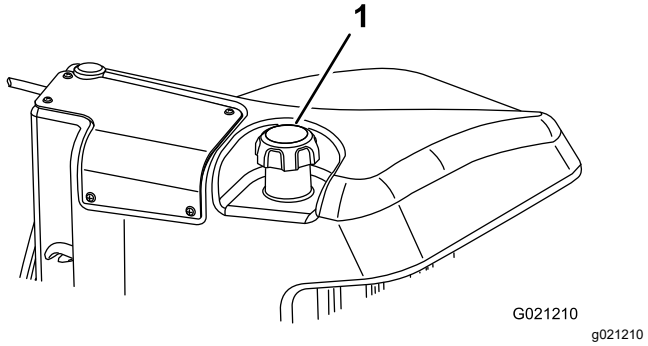

Рисунок 47
3. Снимите крышку топливного бака (Рисунок 47).